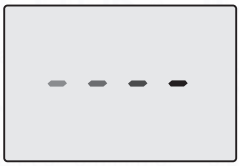
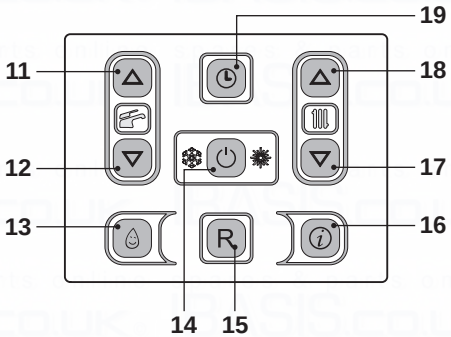

Fig. 7.7
Fig. 7.8
- Electrically power the boiler by switching on the double pole isolation switch. The LCD will display, the - - - - symbol (Fig. 7.7).
- Press the 14 key for 2 seconds until both and symbols appear on the display Fig. 7.8.
- Switch off the boiler by pressing the 14 (Fig. 7.8) key for 2 seconds until the - - - - symbol appears on the LCD display (Fig. 7.7).
Press the reset key on the boiler control panel 15 (Fig. 7.8) to reset its functioning.